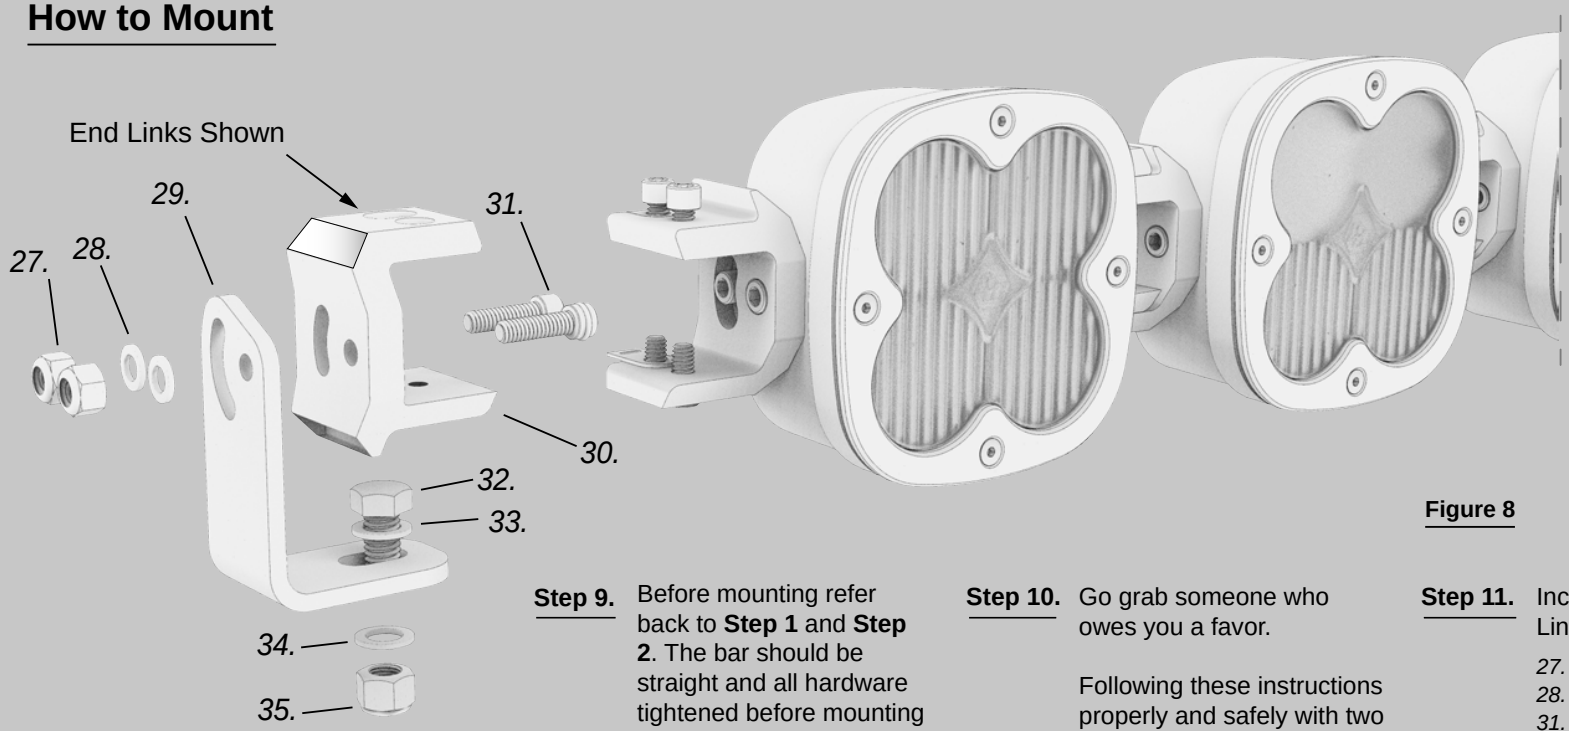

Figure 8
Without removing any Hardware, secure the bracket (XL Universal Bracket[29] shown) using the two 1/4"-20 x 7/8" Socket Head Cap Screws[31] and 1/4" Nylock Nuts[30] on each side in orientation shown in Figure 8.
Step 12. Using the included hardware in the XL Linkable Universal Bracket Kit (available separately), orient the Hardware[(32, 33, 34, 35)] as shown in Figure 8.